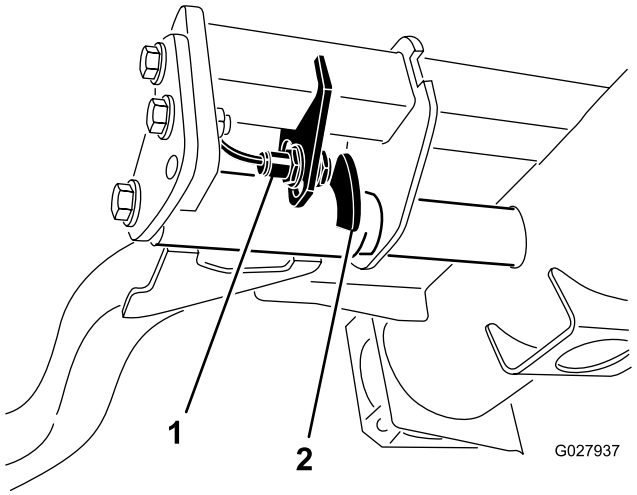

Figuur 34
2. De schakelaar van de hefarm bevindt zich onder de hydraulische tank achter de hefarm rechts voor (Figuur 34).
3. Draai de bevestigingsschroeven van de schakelaar los (Figuur 34) en zet de schakelaar lager om de draaihoogte van de hefarm te verhogen of hoger om de draaihoogte te verlagen. Draai de bevestigingsschroeven vast.